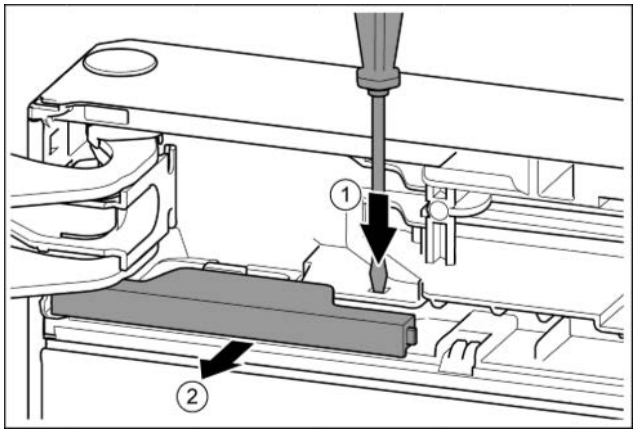

Fig. 13
▶ Нажать накладку шлицевой отверткой. *Fig. 13 (1)*
▶ Вынуть крышку из зацепления. *Fig. 13 (2)*